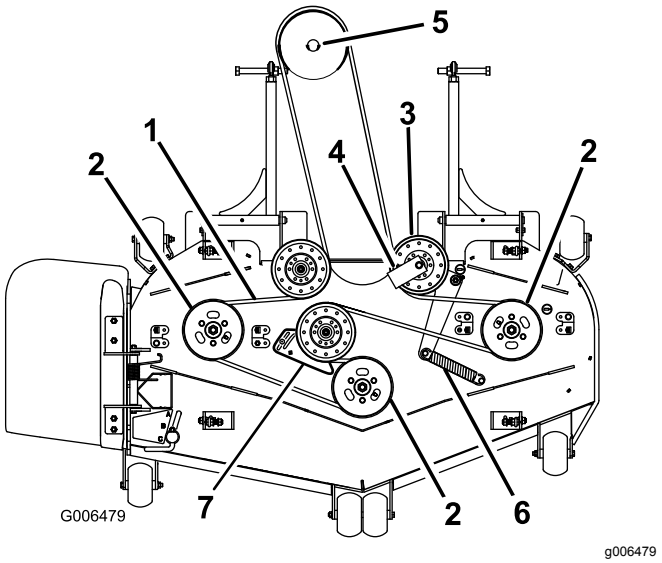

**Figuur 88**
7. Verwijder de riemgeleider van de veerbelaste spanpoelie die afgebeeld is in Figuur 88.
9. Leg de nieuwe riem rond de poelies van het maaidek en de poelie van de tandwielkast onder de motor (Figuur 88).
10. Monteer de riemgeleider op de veerbelaste spanpoelie in een hoek van 45 graden zoals wordt getoond in Figuur 88. Draai de bouten vast met een torsie van 37 tot 45 N·m.
11. Monteer de veer van de spanpoelie op de twee polen (Figuur 88).